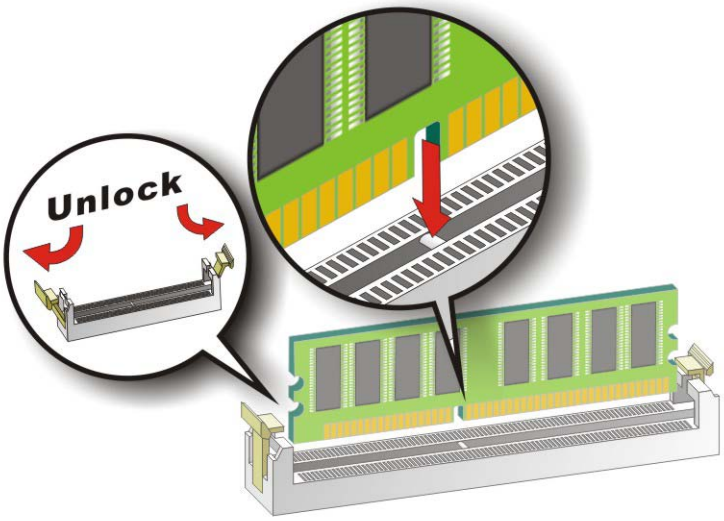

Figure 4-6: DIMM Installation
To install a DIMM, please follow the steps below and refer to **Figure 4-6.**
Step 1: Open the DIMM socket handles. Open the two handles outwards as far as they can. See **Figure 4-6**.
Step 2: **Align the DIMM with the socket.** Align the DIMM so the notch on the memory lines up with the notch on the memory socket. See **Figure 4-6.**
Step 3: **Insert the DIMM.** Once aligned, press down until the DIMM is properly seated. Clip the two handles into place. See **Figure 4-6.**